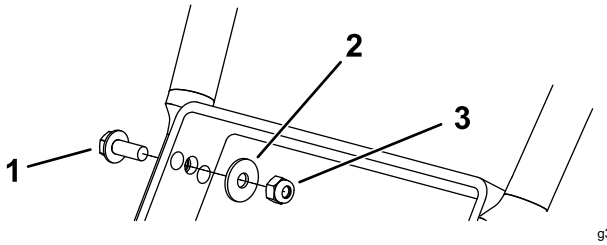

**Figura 7**
1. Perno—M8 x 20 mm (2)
2. Arandela – M8 (2)
**Nota:** Utilice el orificio delantero para la posición más alta; utilice el orificio trasero para la posición más baja. Instale los pernos con la cabeza orientada hacia fuera, como se muestra en la Figura 7.